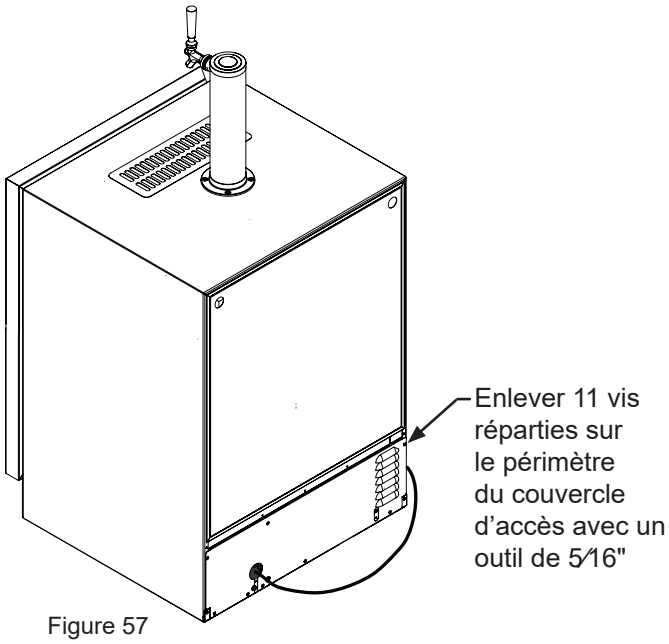

Figure 57
14. Enlevez le couvercle d'accès arrière (voir la Figure 57), et utilisez une brosse et un aspirateur pour éliminer la saleté et les débris du compartiment de la machine.